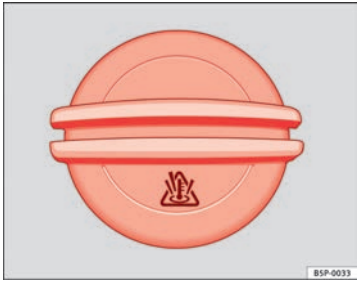

Fig. 116 In the engine compartment: Coolant expansion tank cap
- The coolant expansion tank is easily recognisable because of the symbol on the cap ⇒ Fig. 116.